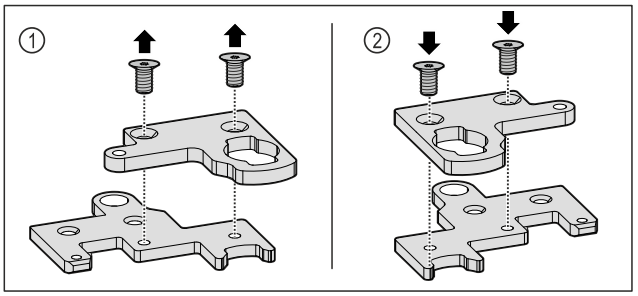

Fig. 27
▶ Dezasamblați colțarul balamalei din două părți. *Fig. 27 (1)*
▶ Asamblați din nou colțarul balamalei din două părți rotit cu 180°. *Fig. 27 (2)*